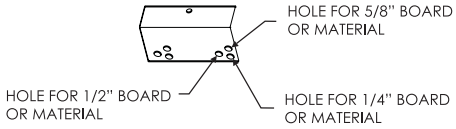
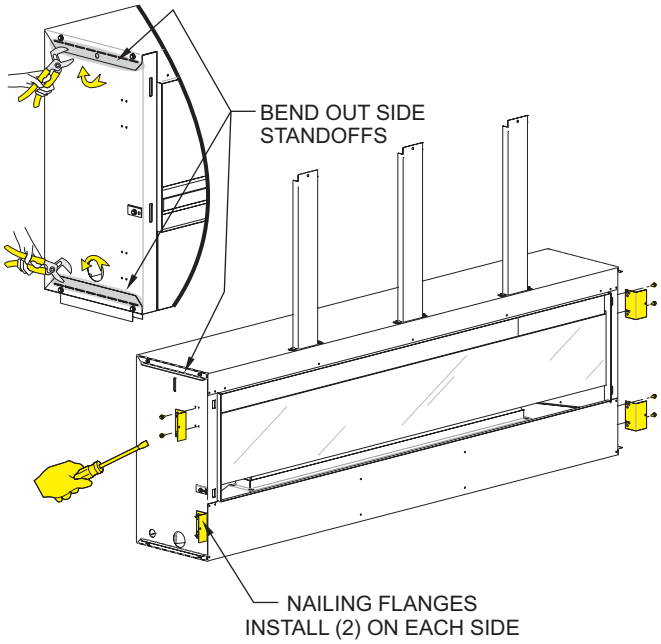

Figure 25
Figure 26
4. On the top and bottom of each side are side standoffs. Use pliers to bend each side standoff 90 degrees away from the cabinet. **See Figure 26.**
5. Locate nailing flanges in the envelope pack. The holes in the nailing flanges allow for different size boards and locations for the wall boards. **See Figure 25.** Bend the brackets at 90° angles. Install four nailing flanges with two 10 x 1/2 screws (each). **See Figures 26 and 27.** The hole closer to the front edge of the fireplace is for Installation Option 1. The other hole is for Installation Option 2. Notice: The non-combustible board provided is 1/2-inch thick.